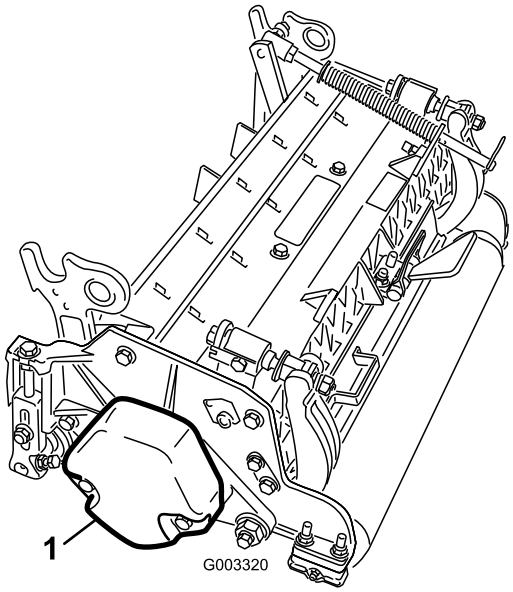

**Figur 6**
1. Fjern de to maskinskruer, der fastgør kontravægten på venstre ende af klippeenheden, på klippeenhed nr. 2 og 4. Fjern kontravægten (Figur 6).